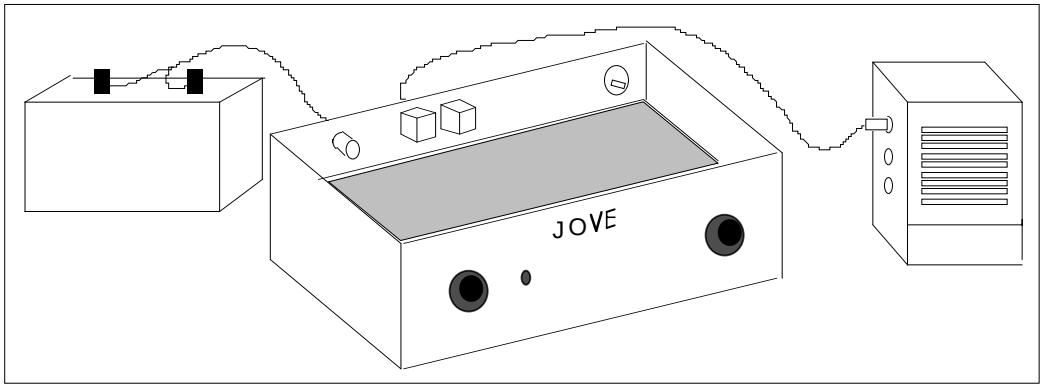

Figure 17. Test set-up: radio (with the cover off)
2. ❑ Turn the JOVE receiver power switch OFF. Connect either headphones or an amplified speaker (Radio Shack 277-1008C or equivalent) to the receiver audio output (J3 or J4). These jacks accept 3.5 mm (1/8 inch) monaural or stereo plugs. Connect the JOVE receiver to the 12 volt power source as shown in Figure 17.